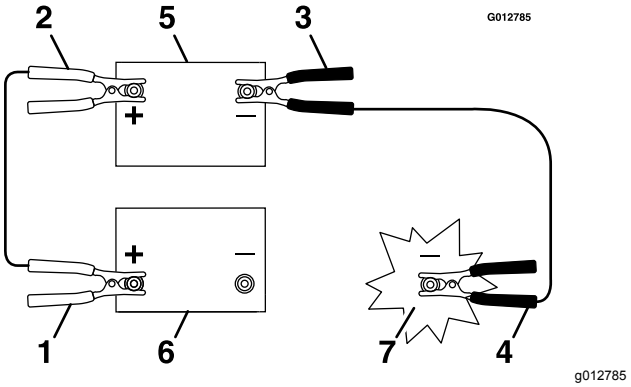

Figure 46
3. Connectez le câble positif (+) à la borne positive (+) de la batterie à plat qui est reliée au démarreur ou au solénoïde, comme montré à la Figure 46.